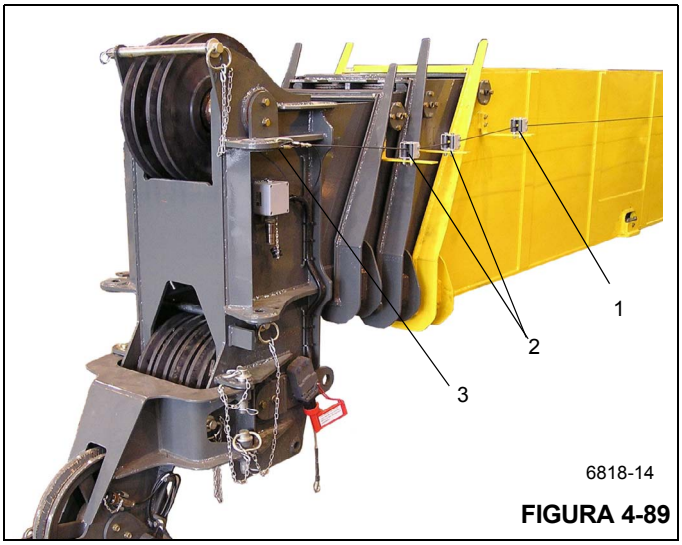

FIGURA 4-89
12. Desconecte el cable del RCL/dispositivo de prevención del contacto entre bloques que se conectó a la guía de cables de la base (Figura 4-89, 1) durante el retiro de la pluma y pase el cable a través de las guías de cables de las secciones centrales interior y exterior (Figura 4-89, 2) y a través de la guía de cables de la sección de extremo (Figura 4-89, 3).